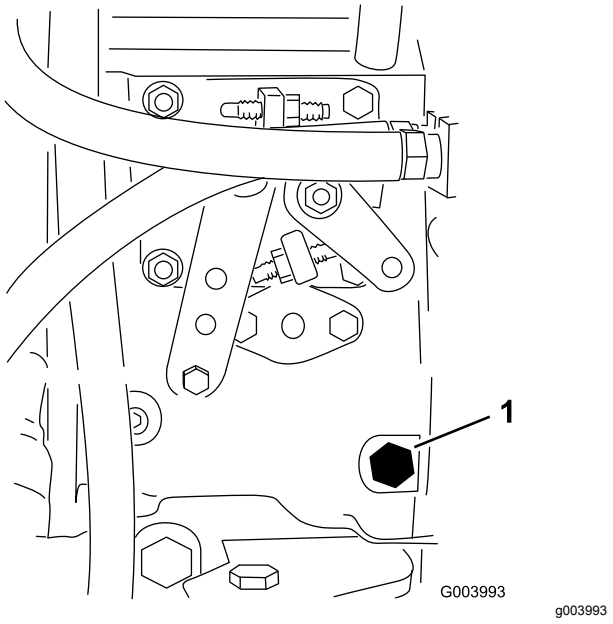

Figur 34
3. Öppna avluftarskruven på bränsleinsprutningspumpen (Figur 34) med en 12 mm nyckel.